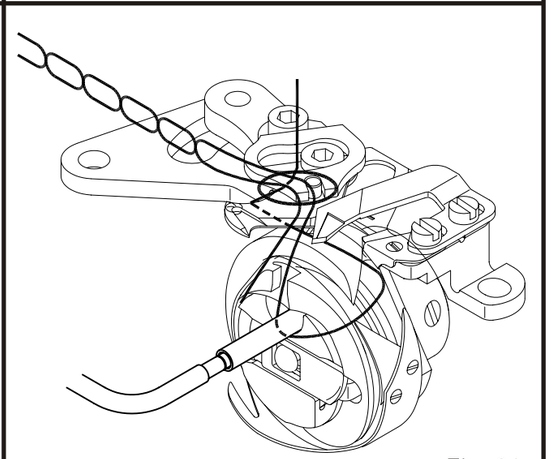

Fig. 21
4. Los hilos son rebordeados (Fig. 21)